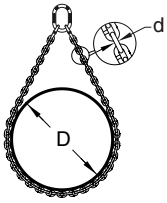

Figure 2
- When using chain slings in basket applications where the D/d (see figure 2) is less than 6, the rated load must be reduced by the values given in Table 1. This reduction does not eliminate the need to protect chain slings against damage caused by contact with edges, corners, or protrusions. Do not use a chain sling with a D/d that is less than two.